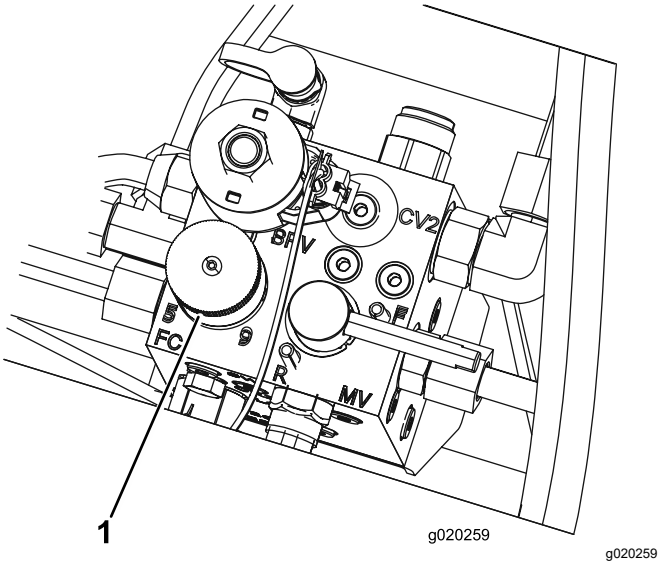

Figuur 43
5. Draai de knop (Figuur 43) van het verdeelstuk van de maaier tot de indicatorpijl overeenstemt met het messenkooitoerental dat u hebt bepaald in stap 3.